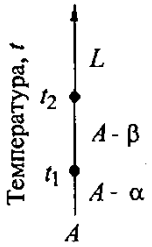

Рис. 25
60. Какая диаграмма состояния представлена на рис. 25?